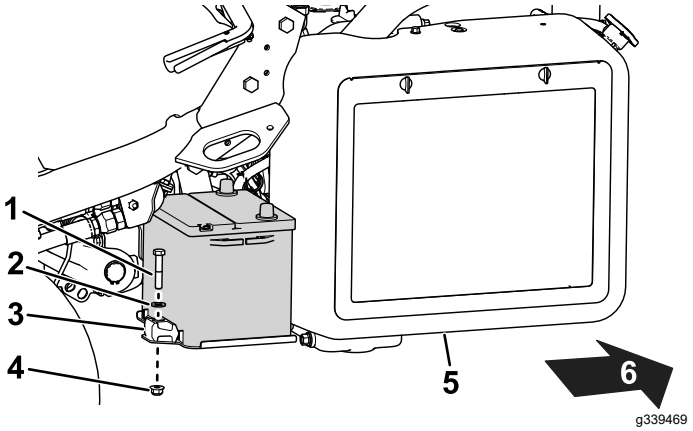

**Figuur 36**
2. Verwijder de bevestigingen waarmee de accu aan de bak is vastgemaakt (Figuur 36) en til de accu eruit.
5. Plaats de accu op de accubak en bevestig hem met de eerder verwijderde bevestigingen (Figuur 36).